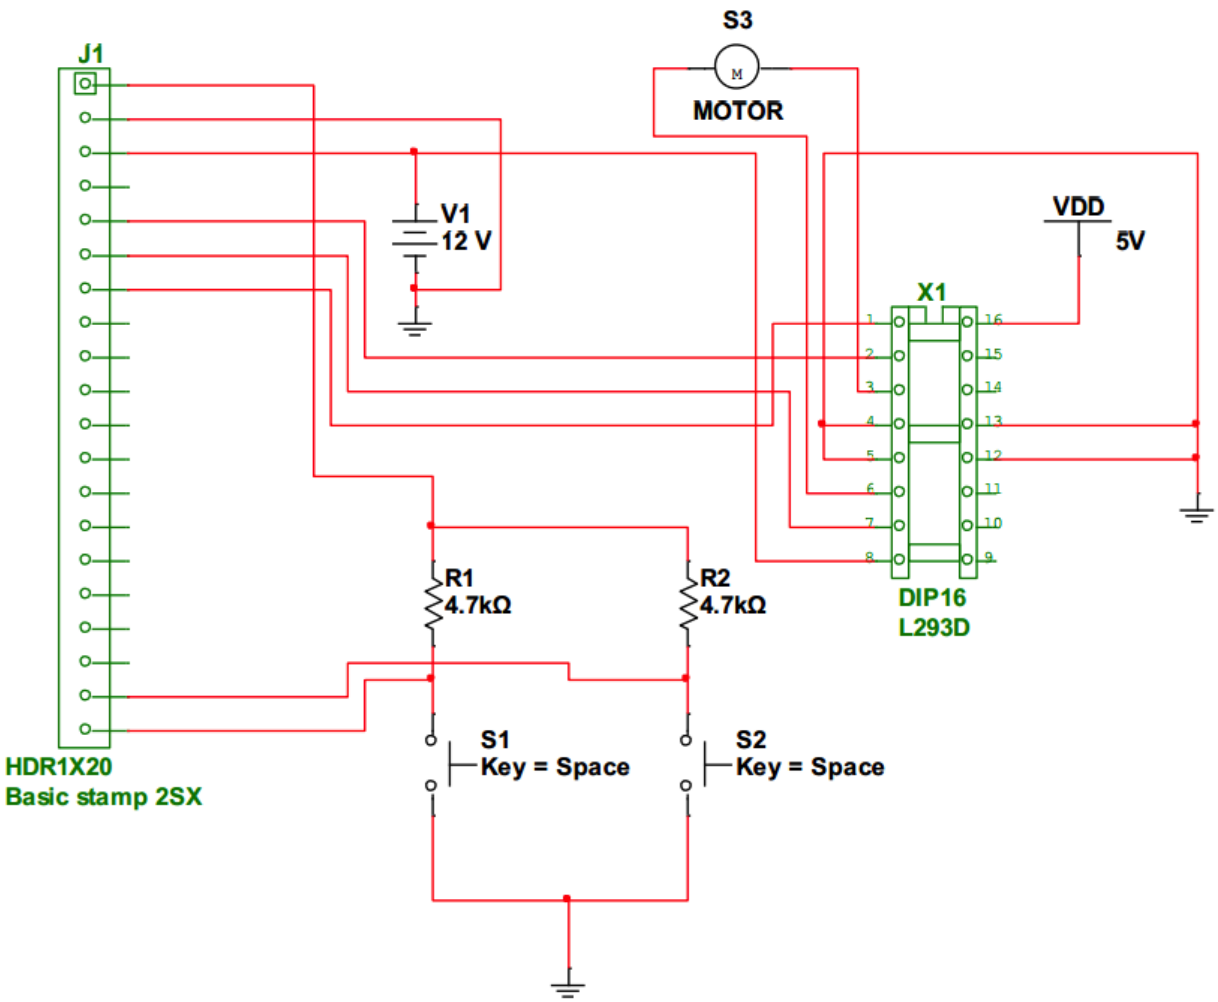

Figure 7.3 Connections to the Basic Stamp 2, the L293D and the tact switches.
1. Connect the Basic Stamp 2SX to the L293D, the DC Motor and the tact switches as shown in Figure 7.3. Set VCC2 =+12 V.
3. Test the circuit shown in Figure 7.3 by entering and running the following program: